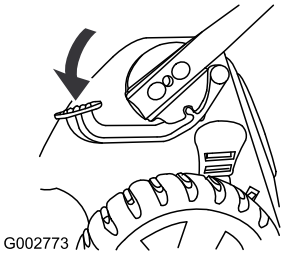

**Figur 51**
1. Træd fodpedalen ned og hold den nede (Figur 51).